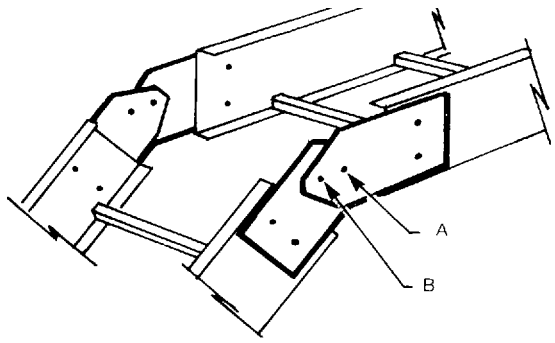

Figure 4.14A
4.3.3 Vertical Adjustable Splice Plates (See Figures 4.14A and 4.14B.)
a. Position splice halves so that offsets adjust for material thickness and fasten with nut and bolt using hole (A).
c. Drill to complete hole (B). Figure 4.14A only.